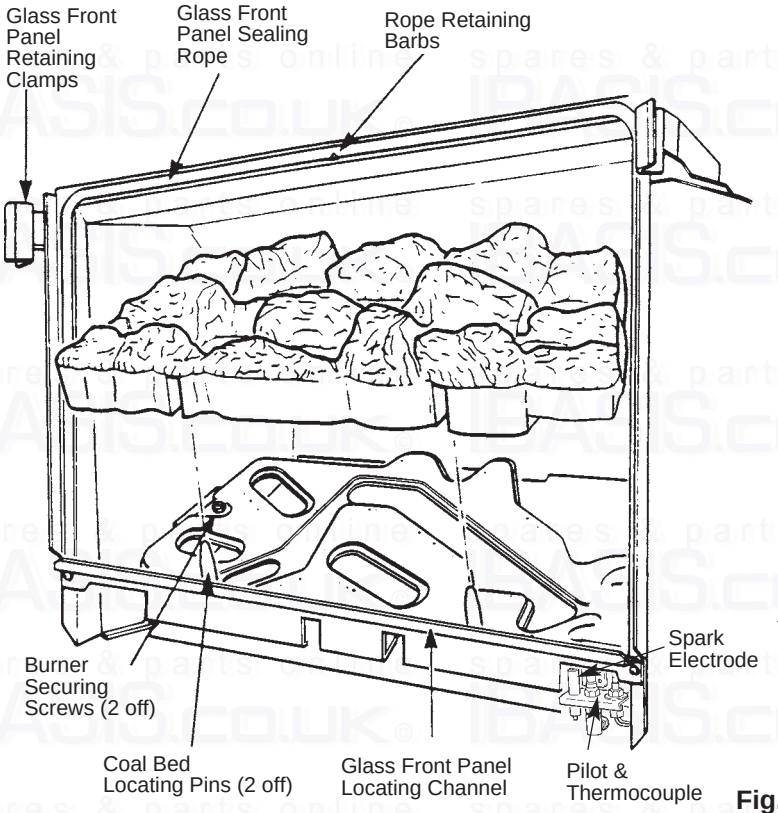

Fig. 10 Coal Bed
2. **Remove the glass front panel** (Fig. 10)
3. **Remove the coal bed** (Fig. 10)
4. **Remove the burner** (Figs. 10, 11 and 12)
GLASS FRONT PANEL (Fig . 10)
COAL BED (Fig. 10)
BURNER (Figs. 10, 11 and 12)